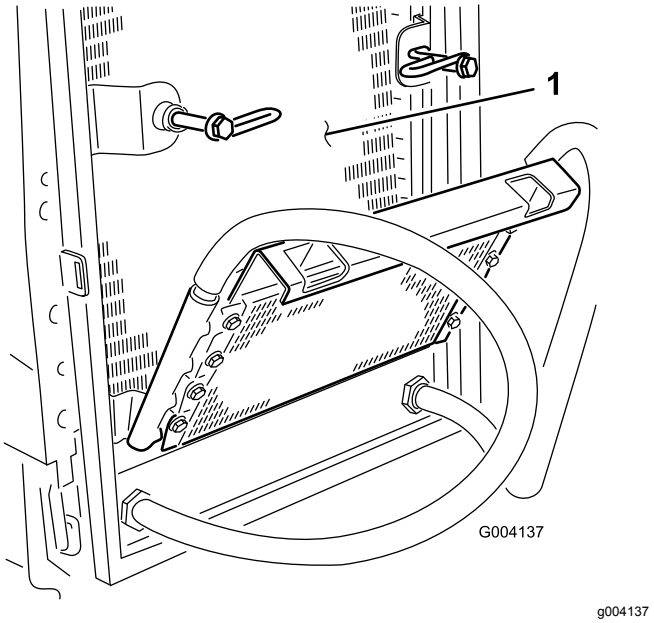

Figur 59
6. Rengør begge sider af oliekøler og køler (Figur 59) grundigt med trykluft.